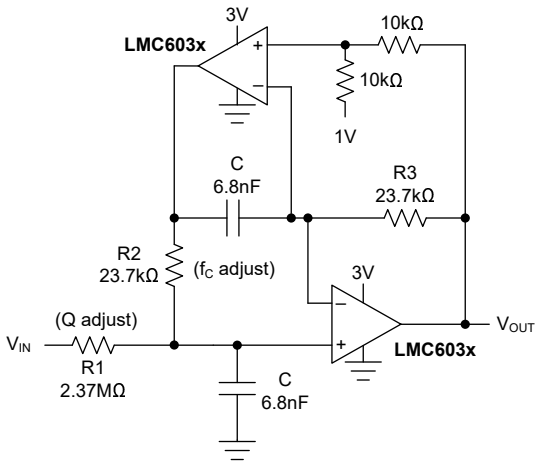

図 7-9. Active 2-Pole Bandpass Filter (1kHz)
The dual-amplifier bandpass (DABP) filter features the ability to independently adjust f_c and Q. In most other bandpass topologies, the f_c and Q adjustments interact with each other. The DABP filter also offers both low sensitivity to component values and a high Q. The following application of 図 7-9, provides a 1kHz center frequency and a Q of 100.
1. First choose a center frequency (f_c). 図 7-9 represents component values that were obtained from the following computation for a center frequency of 1kHz.